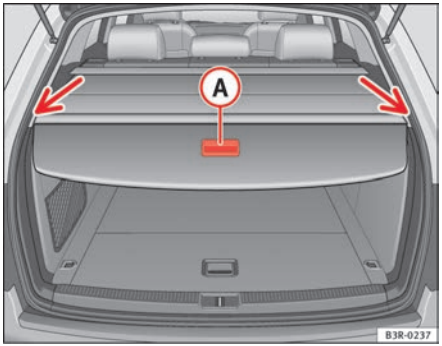

Fig. 120 Tailgate open with luggage compartment cover closed
– Using handle (A) ⇒ fig. 120, pull the rolled-up cover evenly towards the rear of the vehicle.
– Insert the ends of the bar into the grooves in the left and right-hand side trim ⇒ fig. 120 -arrows-.